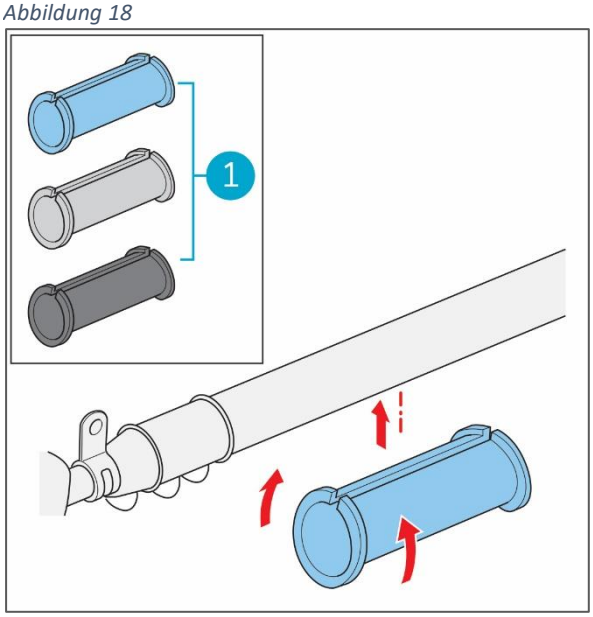

Abbildung 19
4. Stecken Sie eine der Gummimanschetten (Abbildung 19, Pos. 1) auf das Rohr, das Sie verwenden.